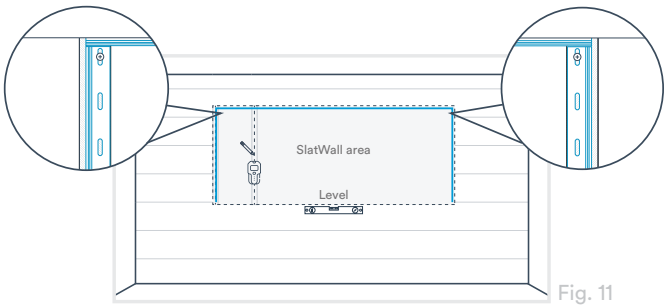

Fig. 11
3. Within the SlatWall installation area, determine where the SlatWall panel ends will be and install a Universal Base at each of those stud locations. Ensure the screw flange is flush with the edge of the stud, so the teeth channel is centered within the stud. Please see the Side Connection section for details (Fig. 11).
Install a Universal Base along the top of the entire length of the SlatWall installation area. Please see the Top Connection section for details (Fig. 11).